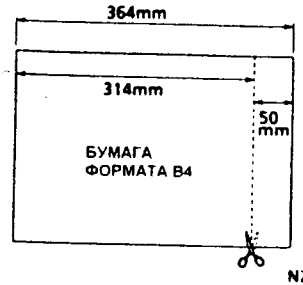

Рис. 1 NZM-0265
2. (Рис. 1): Изготовьте лист длиной 314 мм, обрезав бумагу формата B4 на 50 мм, как показано на рис. 1.